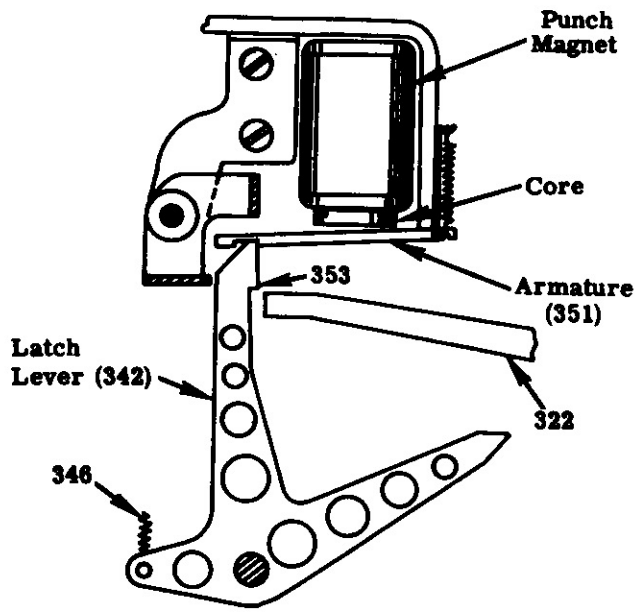

Figure 4 - Punch Magnet and Latch Lever
In so doing, the latch lever (342) will pivot in a clockwise direction (Figure 4) because of the tension of spring (346). The point 353 of the latch lever will engage with the tip of punch lever (322).